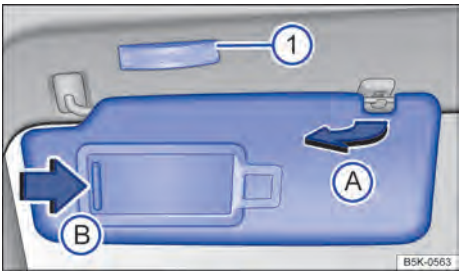

Fig. 82 Parasol.
– Retirar el parasol con cuidado del soporte sujetando la base de fijación y girar en la dirección de las puertas → fig. 82 Ⓐ.
En el parasol plegado hacia abajo se encuentra un espejo de cortesía atrás de una cubierta. Al abrir la cubierta → fig. 82 Ⓑ se enciende una luz ①.